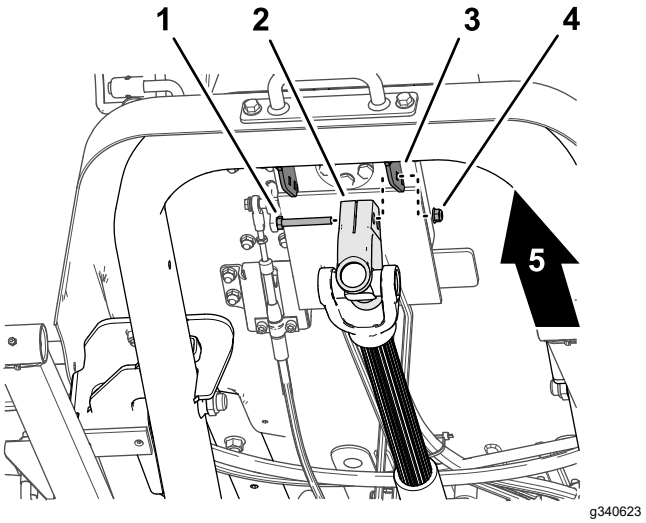

**Figura 17**
1. Sostenendo l'albero di trasmissione, rimuovete il bullone senza dado e il dado di bloccaggio che fissano la forcella dell'albero di trasmissione alla staffa per il montaggio della valvola del volante (Figura 17), e abbassate con cautela l'albero di trasmissione.